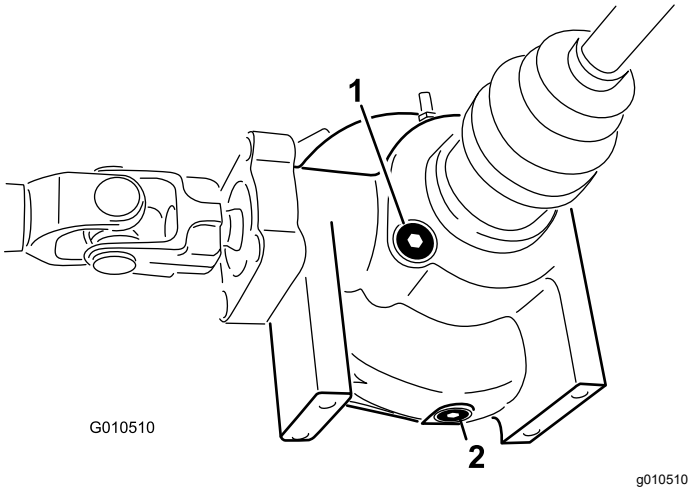

Figur 44
4. Rengør området omkring påfyldnings-/kontrolskruen på siden af differentialet (Figur 44).
4. Rengør området rundt om aftapningsproppen på siden af differentialet (Figur 44).